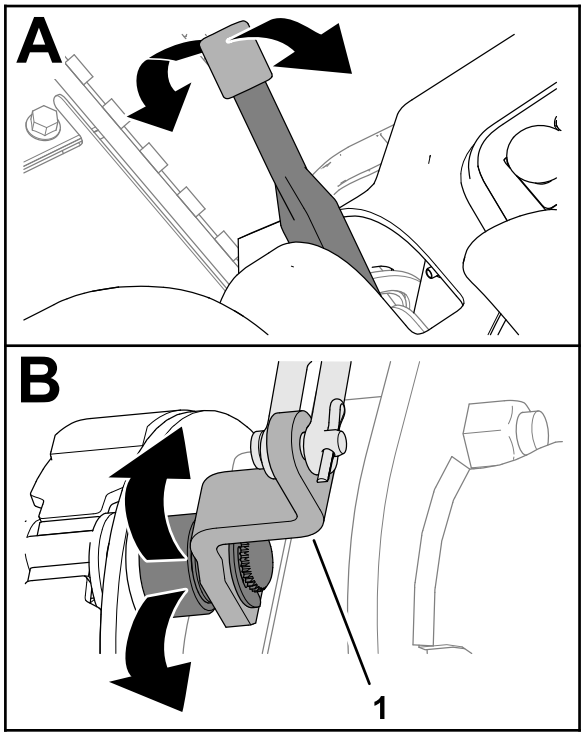

Figur 70
2. Flytta parkeringsbromsspaken uppåt och nedåt för att kontrollera att armen som går till bromskamsarmen rör sig fritt (Figur 70).